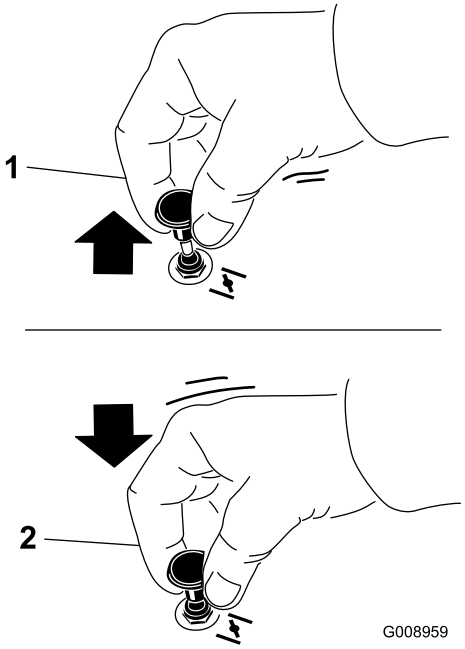

Figur 16
2. Træk op i chokerhåndtaget for at aktivere chokeren, før tændingskontakten tages i brug (Figur 16).
3. Tryk chokeren ned for at deaktivere chokeren, når motoren er startet (Figur 16).